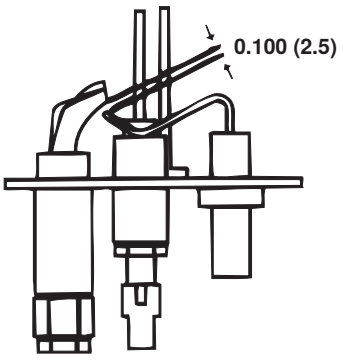

Figure 42. Éclateur à étincelle de veilleuse
4. Vérifiez l'éclateur à étincelle (voir **Figure 42**), qui doit être maintenu à 0.100 pouce.
c. Vérifiez l'éclateur à étincelle (voir **Figure 42**), qui doit être maintenu à 0.100 pouce.